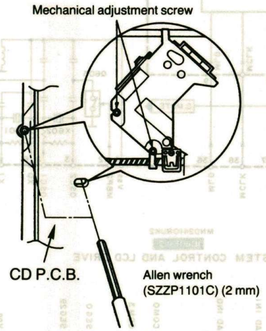

Fig. 2
4. Alternately adjust the two mechanical adjusting screws with the 2.0 mm allen wrench (SZZP1101C) until the RF signal amplitude on the oscilloscope is maximize. (Shown in Fig. 2)